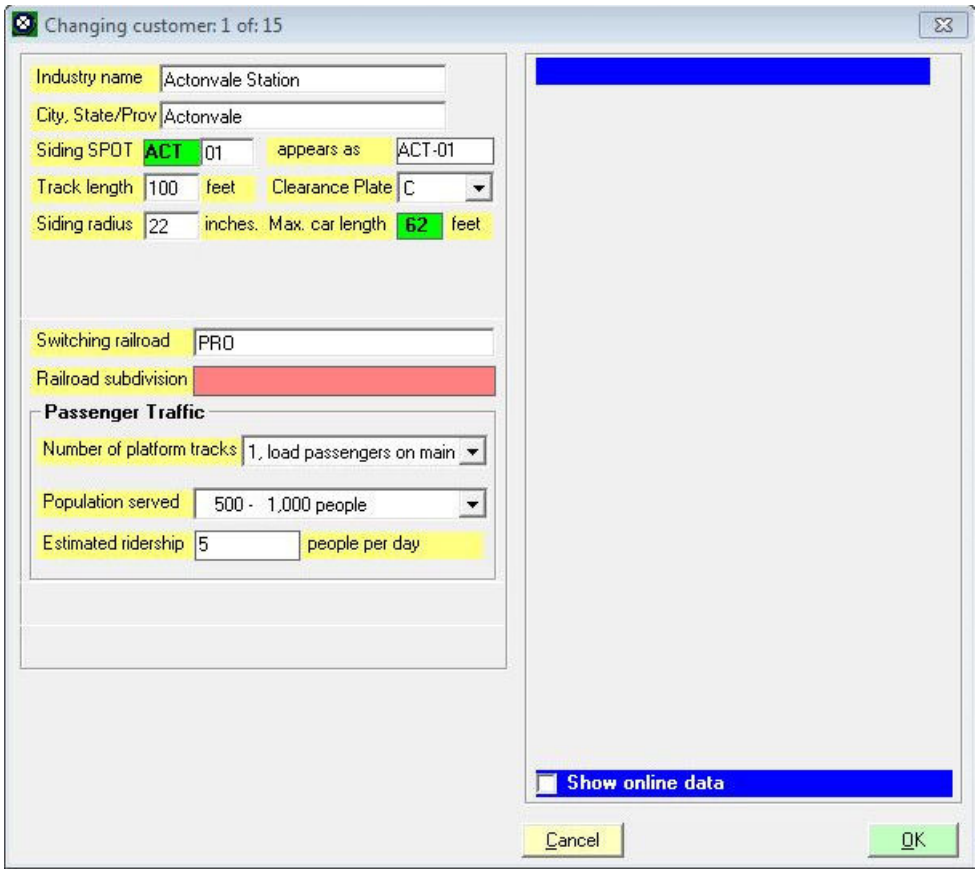

Figure 6-17
10. Click on the "Estimated ridership" [(9)] (tt) data field and change this to 5. At this point your window should look like the one in Figure 6-17.